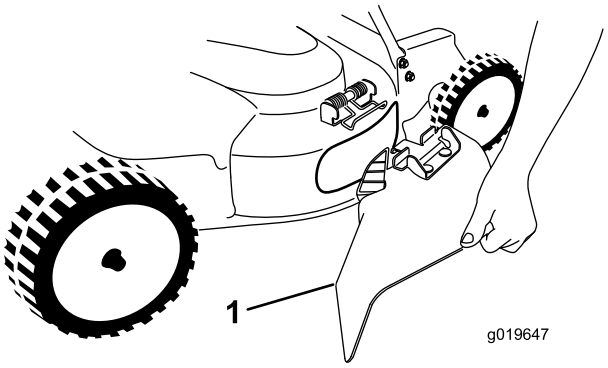

Figura 27
5. Installate il condotto di scarico laterale (Figura 27) sollevando la molla, posizionando il condotto sull'apertura e abbassando la molla sulle linguette sopra il condotto di scarico.